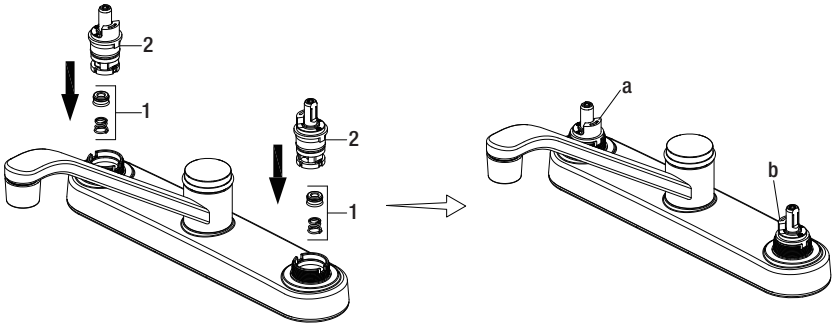

Fig. 1
| The water will not shut off completely. | The rubber seat and spring under the handle cartridge is dirty or broken. | □ Remove the handle.□ Remove the cartridge to check the rubber seat and spring.□ Clean or replace.□ When reinstalling the cartridges, make sure the rubber seats and springs (1) are below the cartridge (2). The spring should be installed first into the slot and then the rubber seat. The cartridge should then be installed with the molded stops (a & b) facing inward as shown in Fig. 1. |